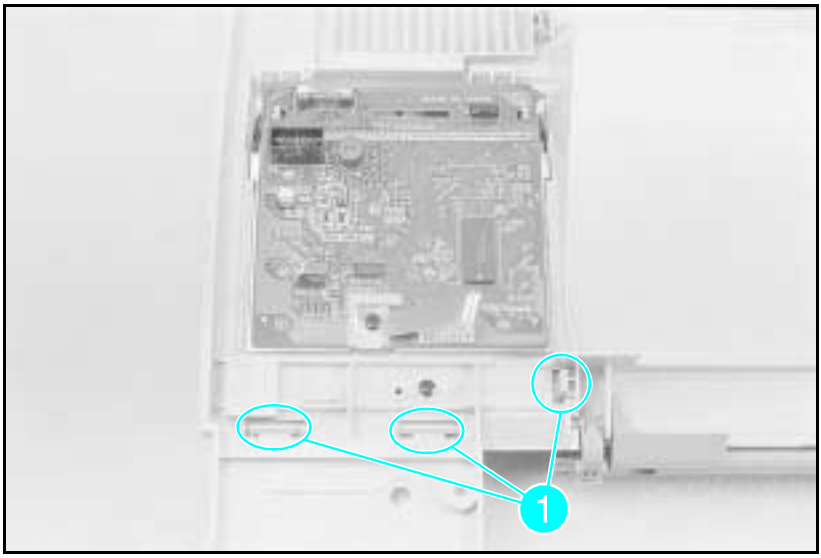

Figure 6-21 Control Panel Latches
3 Release the (3) latches that contain the Control Panel (see Figure 6-21, callout *1*).